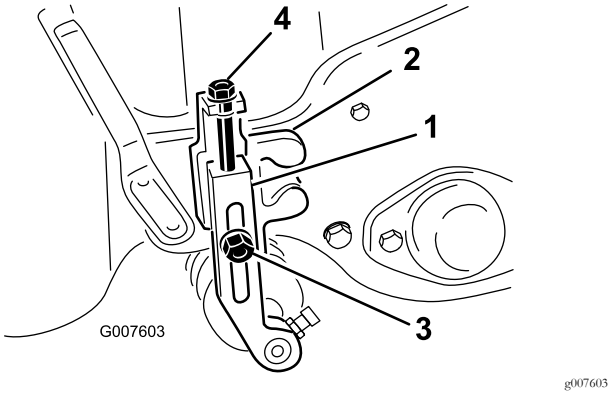

**Figur 48**
2. Løsn låsemøtrikkerne, som fastholder klippehøjdearmene på klippehøjdebeslagene (Figur 48).